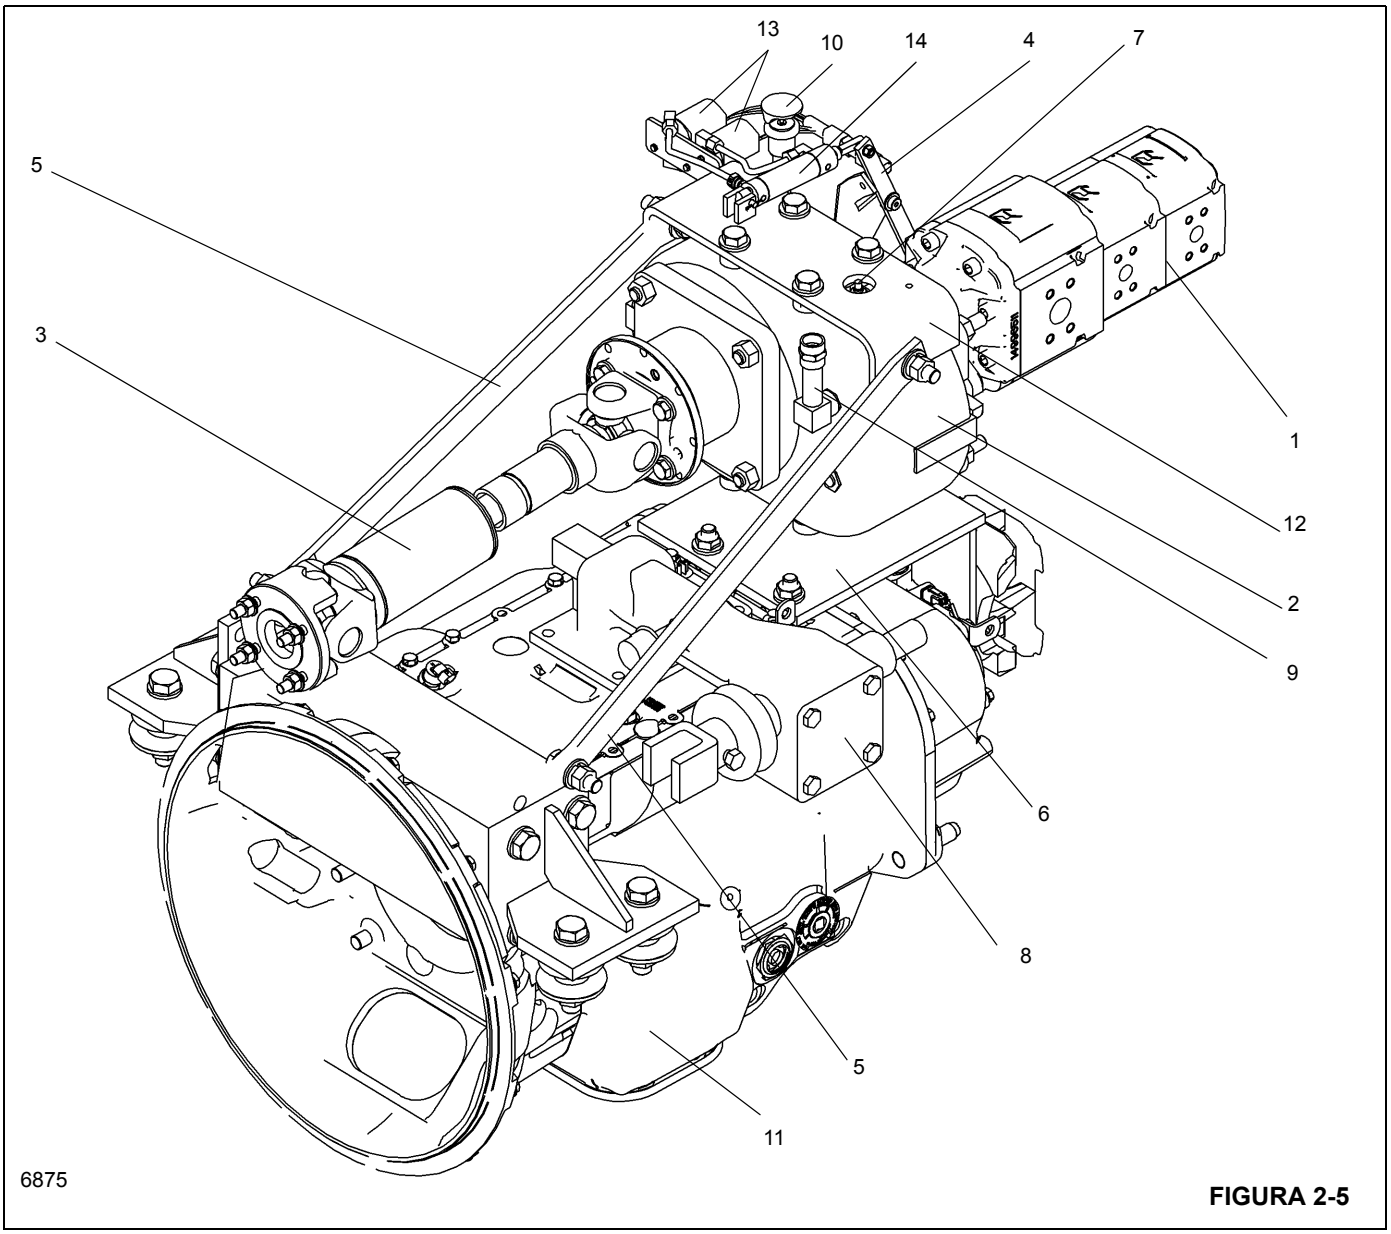

FIGURA 2-5
El mando de la bomba hidráulica (Figura 2-5) se monta encima de la transmisión. El motor diesel impulsa el mando de la bomba por medio de un eje impulsor que se monta entre el mando de bombas y la TDF del motor diesel. El mando de bombas se usa para transmitir la potencia del motor a las bombas hidráulicas. El mando de bombas incorpora un mecanismo de desconexión accionado por un cilindro neumático.
3. Instale los componentes neumáticos de cambios en el mando de la bomba. Consulte Figura 2-5. Para los solenoides, aplique pasta selladora de roscas de resistencia mediana (especificación 6829012418, Loctite 243) a las roscas de los tornillos que aseguran los solenoides en su escuadra de montaje. Verifique que el cilindro de aire esté bien asegurado al mando de la bomba con un pasador de horquilla y un pasador hendido. Verifique que la palanca de desconexión esté conectada a la rótula (superior) conectada del cilindro neumático, a la escuadra y a la rótula (inferior) cerca del lado inferior de la bomba; verifique que haya suficientes arandelas planas de 3/8 pulg en la conexión de pivote de la escuadra para minimizar el juego axial y verifique que cada una de las rótulas se mueva libremente. Ajuste las tuercas de las rótulas según se necesite.